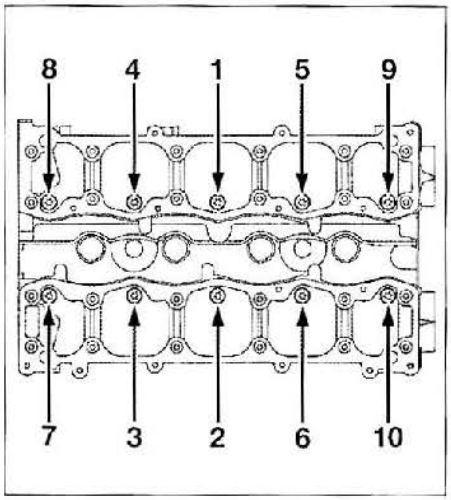

FIG. 38
• Apretar los tornillos de culata en el orden, al par y al ángulo prescritos **(fig. 38)**.